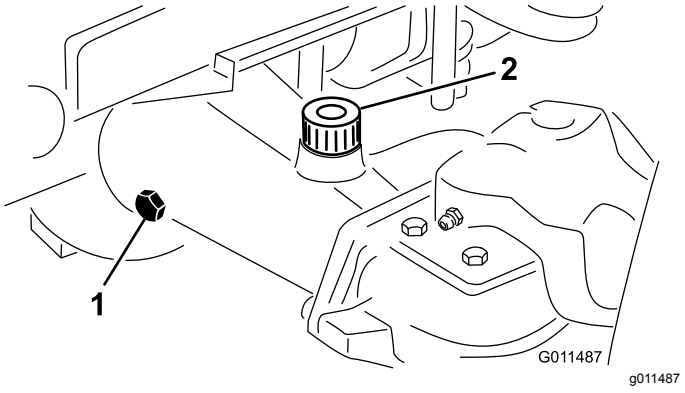

Figuur 18
2. Verwijder een controleplug van 1 uiteinde van de as en controleer of het smeermiddel tot aan de onderkant van de opening komt (Figuur 18).